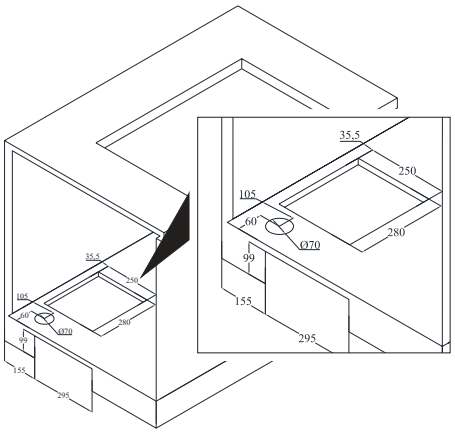

Abb. 8
3. Die Oberfläche, an dem die Motorbox montiert werden soll, muss nach der Maßzeichnung vorbereitet sein (Abb. 8
Beachten Sie die Informationen bei der Vorbereitung der Arbeitsplatte(Abb. 8).